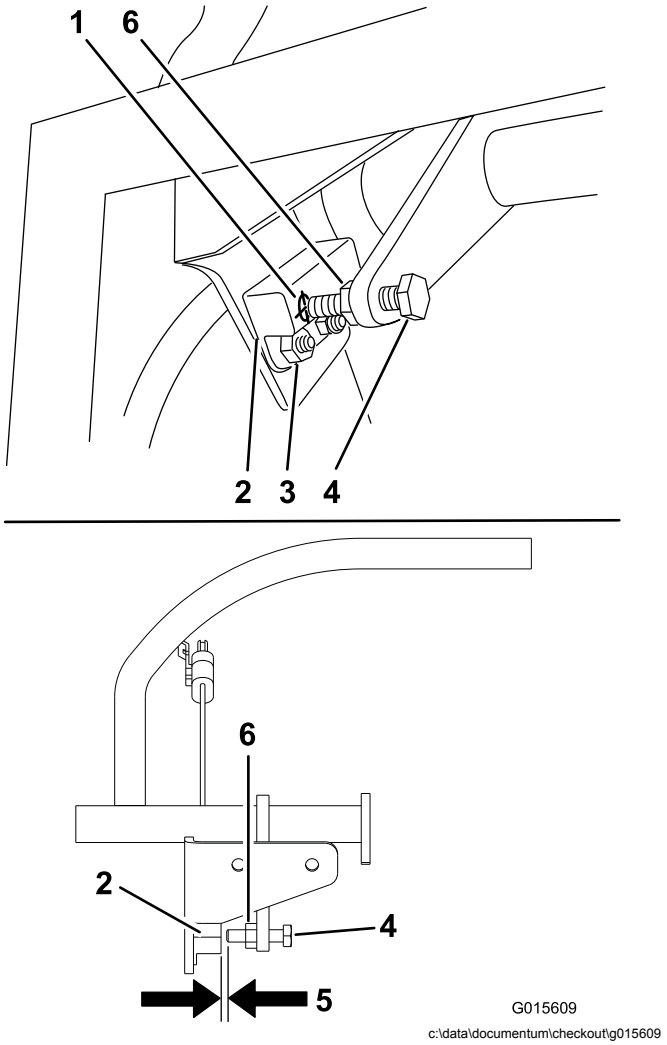

Figuur 57
1. Zorg dat de bout aan de rijhendel uitgelijnd is met het raakvlak van de afstandsschakelaar (Figuur 57).
2. Zet indien nodig de bouten los en stel de afstandsschakelaar af tot het raakvlak overeenkomt met de bout aan de rijhendel (Figuur 57).
3. Controleer de afstand van de bout tot de afstandsschakelaar; deze moet 0,51 tot 1,02 mm bedragen; zie Figuur 57.
5. Draai de contramoer vast als de bout afgesteld is (Figuur 57).